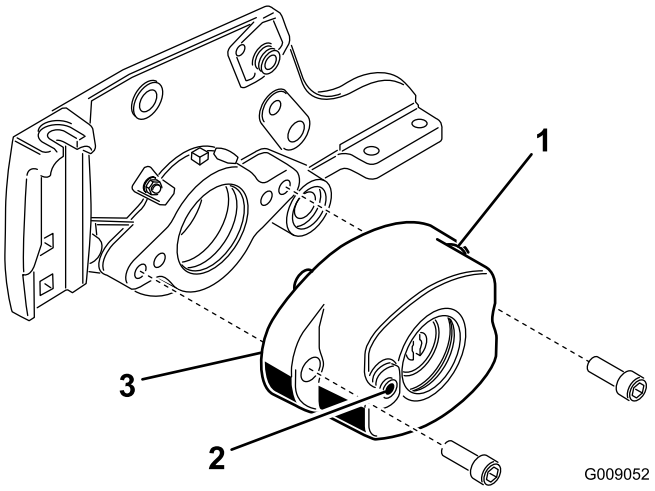

Figura 6
5. Monte el alojamiento del cepillo del rodillo en el alojamiento del cojinete del molinete con 2 pernos de cabeza Allen (3/8" x 1") (Figura 6). Coloque el alojamiento del cepillo del rodillo con el taladro roscado orientado hacia la parte delantera de la unidad de corte.